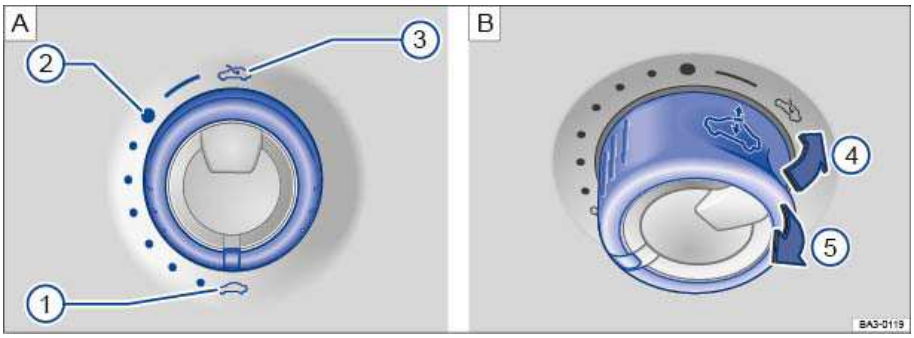

Fig. 31 In the headliner: Rotary switch for the power sunroof.
The rotary switch must be turned to its home position ⇒ fig. 31 (1) to tilt the power sunroof.
⇒ fig. 31 **A**
⇒ fig. 31 **B**
⇒ fig. 31 (1) and pull down the rear part of the switch ⇒ fig. 31 (5) until the power sunroof closes completely.